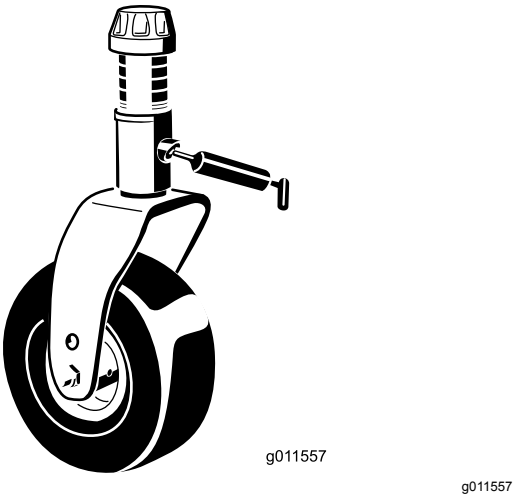

Figuur 69
- 2 lagerbussen van de as van de zwenkwielvork (Figuur 69)